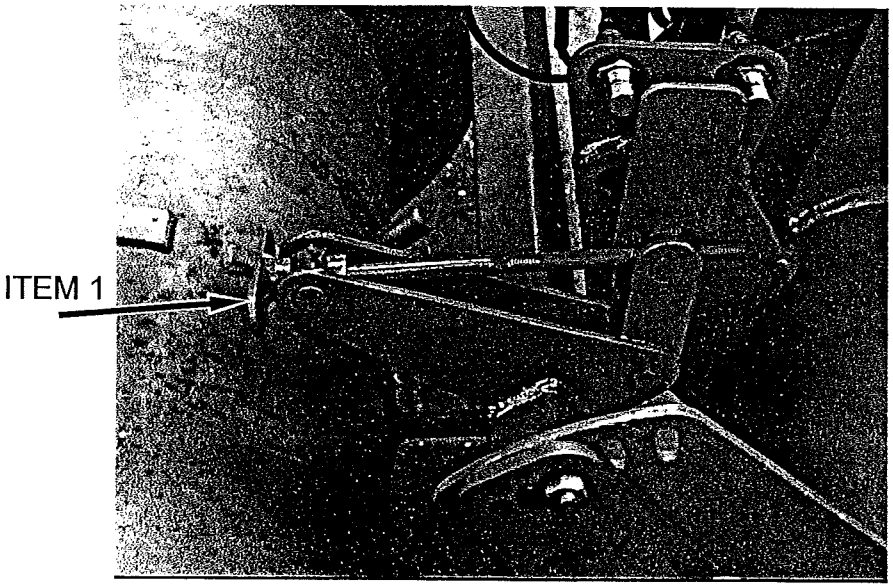

Fig 7.2
By adjusting the relationship between diabolo and trigger plate the depth is altered. This is achieved by turning the handle (fig 7.2 item 1) to increase or decrease the depth.